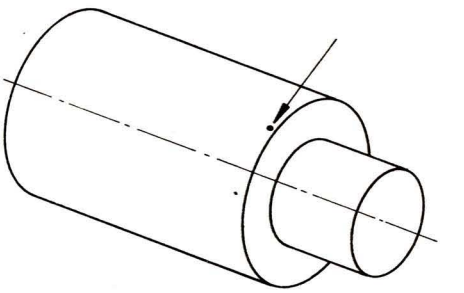

Bild 8
- Deshalb sollten wir nun so tief wie möglich mit einem lang angeschliffenen Bohrstahl (Bild 8) die jeweilige Bohrung bis $^{2}/_{10}$ mm unter den Nenndurchmesser ausdrehen!